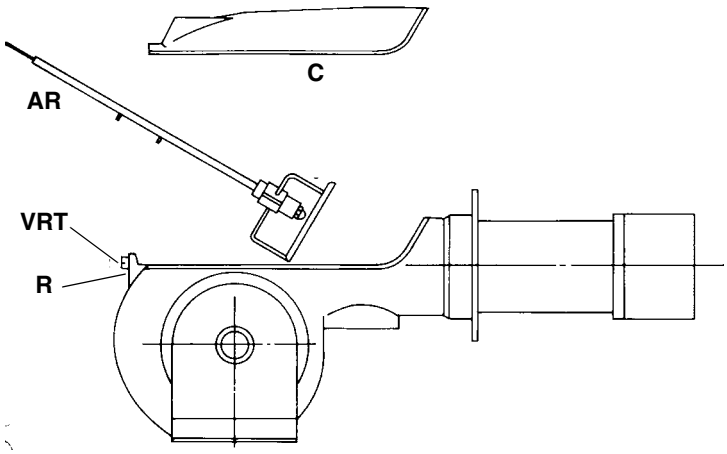

Fig. 20
- Smontaggio, pulizia e verifica della testa di combustione (vedere Fig. 20).
5 estrarre il gruppo completo come indicato in Fig. 20.